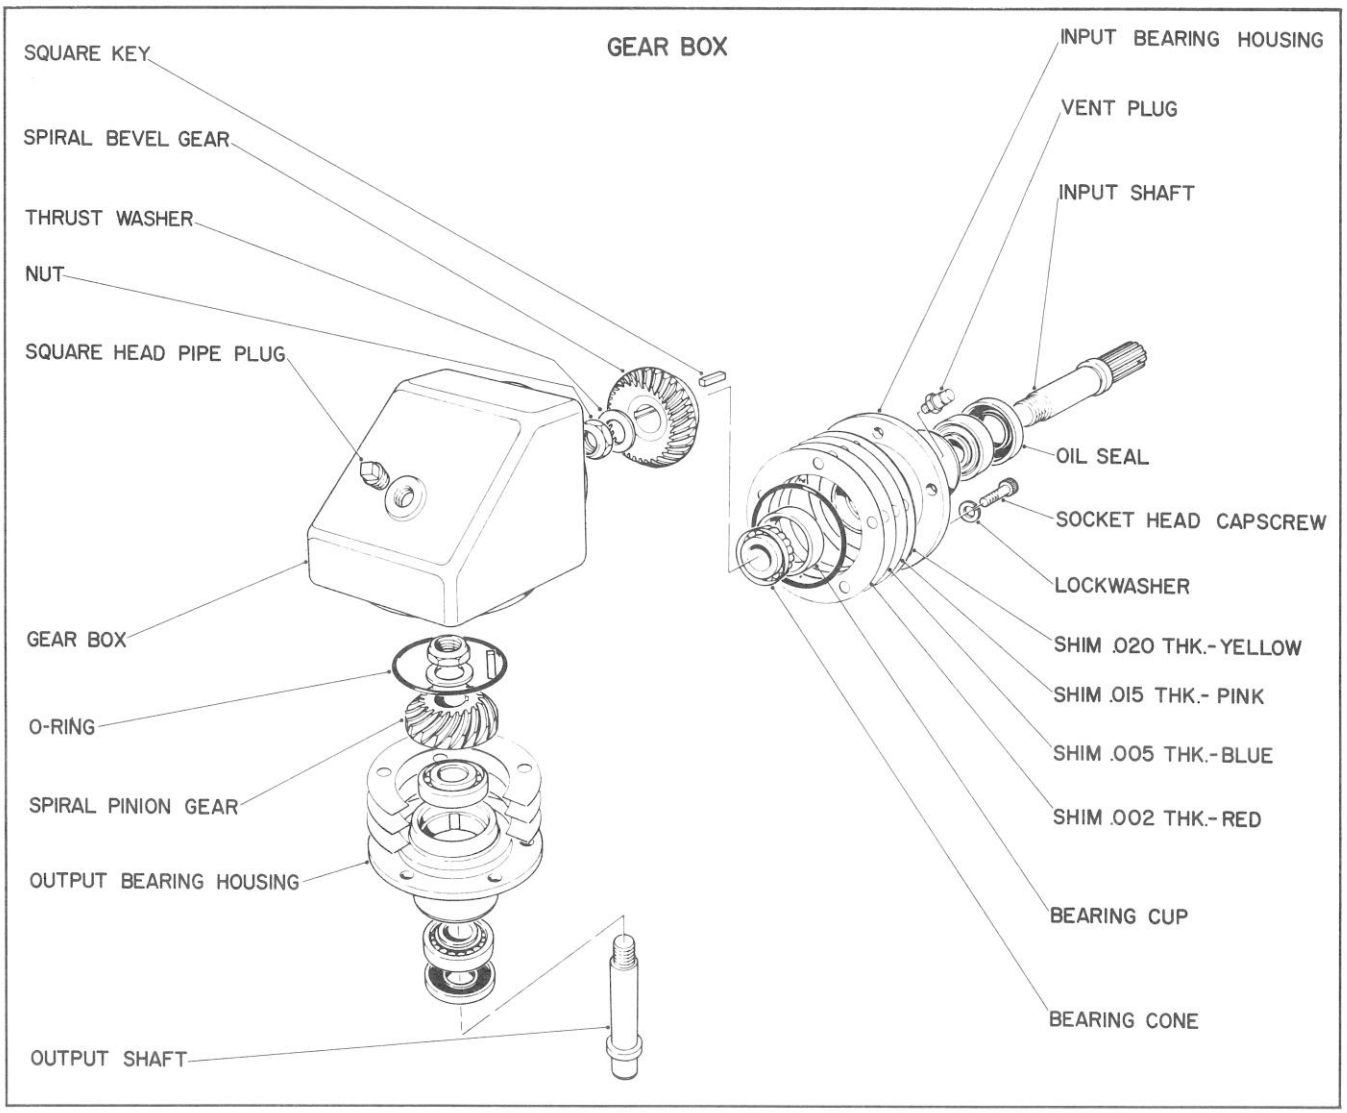

Figure 60
2. Remove pipe plug from gear box and drain oil out of gear box (Fig. 60).
1. Remove five (5) capscrews securing input housing assembly; tap input housing with soft-faced hammer and pull on input shaft to remove from gear box (Fig. 60).
2. Remove five (5) capscrews securing output bearing housing to gear box, tap housing with soft-faced hammer and pull on output shaft to remove assembly from gear box (Fig. 60).
4. Use a bearing separator to remove gear from shaft. Remove square key (Fig. 60).
5. Support mount flange of input housing in arbor press and press shaft, threaded end up, out of housing (Fig. 60).
7. Use procedures 3 through 6 to disassemble the output shaft assembly (Fig. 60).
8. Discard and replace the shaft, nut, shaft seal and housing O-ring for both assemblies (Fig. 60). Discard and replace all worn and damaged parts.
1. Press bearing cups into bearing housing with small I.D. of cups toward inside of housing (Fig. 60).
3. Press on the remaining bearing cone. Install square key and press on gear. Use Loc-tite 242 or 601 on shaft and gear. Install thrust washer and nut (Fig. 60).
5. Apply No. 2 Permatex to outer surface of seal, apply oil to seal lips and press new seal into housing with seal lips facing inward (Fig. 60).
1. Install shims on housing (Fig. 60).
2. Oil O-rings, install on housing (Fig. 60) and insert both shaft assemblies into gear box (Fig. 60).
4. Clamp the output shaft of gear box in a soft-jawed vise, lightly clamp a pair of vise-grip pliers to the input shaft, mount a dial indicator with magnetic base to the vise, move vise grips up and down and check input gear backlash (Fig. 60). Backlash should be .005-.010 inch (0.13-0.25 mm) with indicator positioned one and one-half inch (38 mm) from center of shaft (Fig. 51). If backlash is incorrect, remove input housing assembly and add or subtract shims as necessary. Repeat procedures until correct backlash is obtained. Shims are available in .002, .005, .015 and .020 inch (0.051, 0.13, 0.38 and 0.51 mm) sizes (Fig. 60).